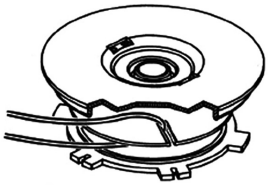

Рис. 12. Установка корда в паз катушки
4. Отрежьте около 5 метров корда диаметром 2,0 мм, сложите его вдвое и выровняйте концы. Середину корда вставьте в специальный паз в катушке (Рис. 12).